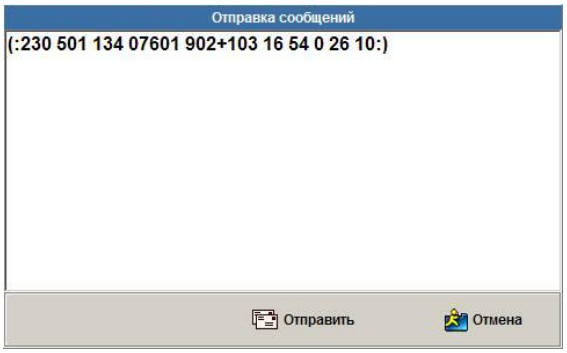

Рисунок 5.38 – Сообщение 230
1. Если правое окно пустое, т.е. ни одна станция не выбрана (как показано на рисунке 5.37), то при нажатии на кнопку «Выдача локомотива на станцию» в АРМ ТЧД, будет сформировано следующее сообщение (Рисунок 5.38). В сообщении присутствует только код 501 (КПЗ).